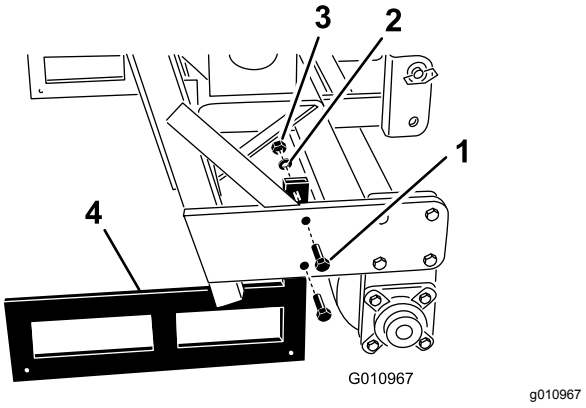

Figur 34
2. Ta bort de skruvar, låsbrickor och muttrar som fäster förvaringsstöden på varje sida av luftaren (Figur 34).